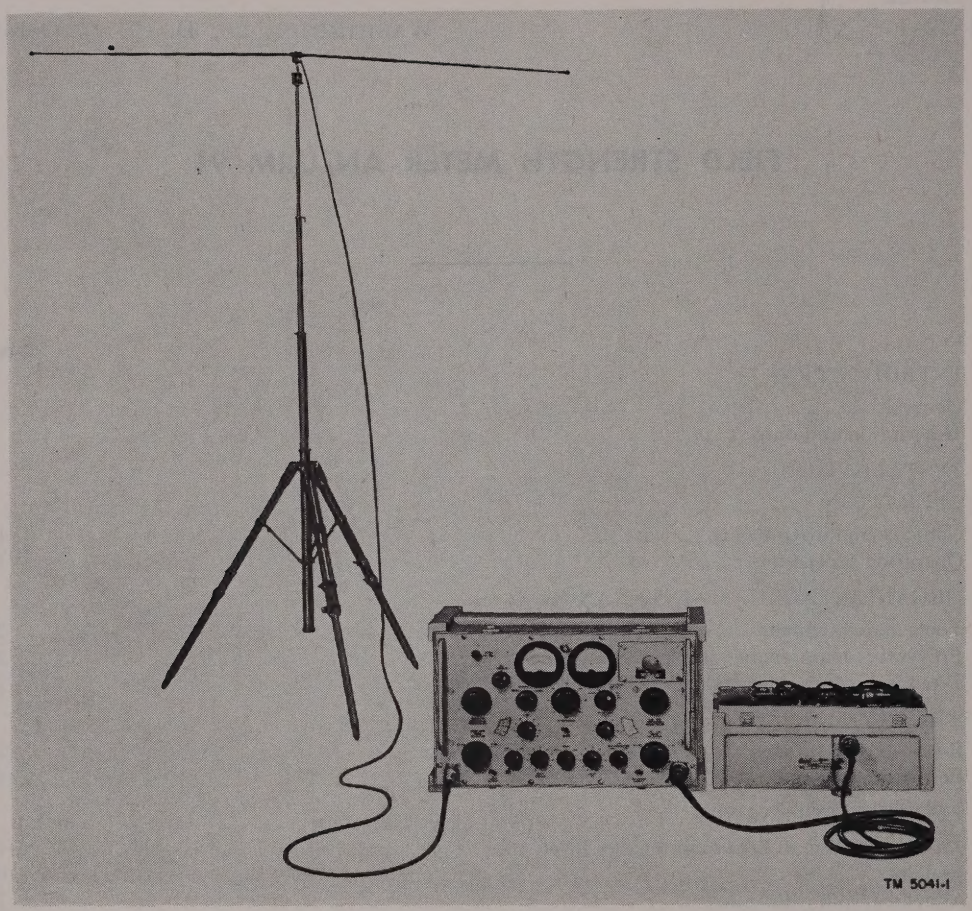

Figure 1. Field Strength Meter AN/URM–91, major components.
a. This manual contains instructions for the installation, operation, maintenance, and repair of Field Strength Meter AN/URM–91 (fig. 1).
a. Field Strength Meter AN/URM–91 (fig. 1) is a transportable test set designed to measure the radiation field intensities of amplitude-modulated (AM), frequency-modulated (FM), or continuous-wave (cw) transmitting stations operating in the frequency range of 18 to 125 megacycles (mc). It provides either linear or logarithmic output for single field-intensity readings or for use with a recorder to make continuous records of signal intensity variation while the equipment is unattended.
(1) Determines reception characteristics, such as signal intensity, fading, and atmospherics, at a site for any period of time.
(2) Measures transmitter coverage.
(3) Measures changes in transmitter or transmitter-antenna characteristics.
(4) Measures spurious radiation.